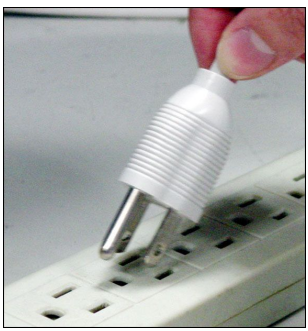
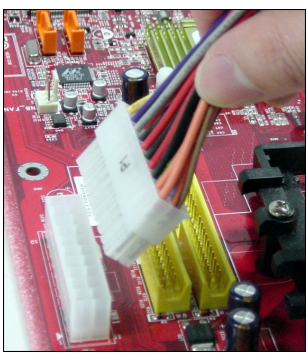
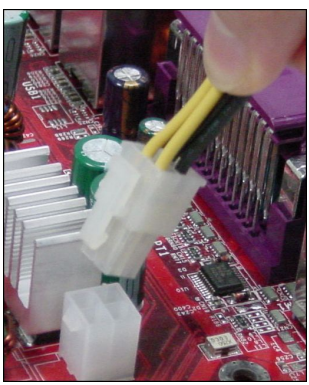

Figure 1:
Figure 2:
Figure 3:
2. Quand le CPU n'est pas installé, toujours protectez vos picots de la douille CPU avec le plastique de protection pour éviter tout dommage. (Montré dans la Figure 1).
Débranchez le câble d'alimentation AC (montré dans la Figure 1) ou débranchez les connecteurs d'alimentation (montré dans la Figure 2 et Figure 3) avant la première installation ou durant la procédure d'augmentation du système.